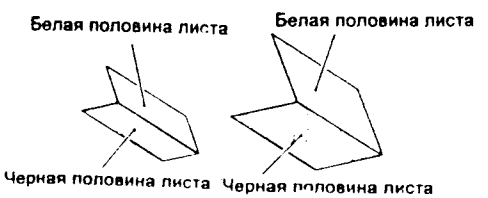

Рис. 2 NZM-0126
2. (Рис. 2): Сложите копии пополам.